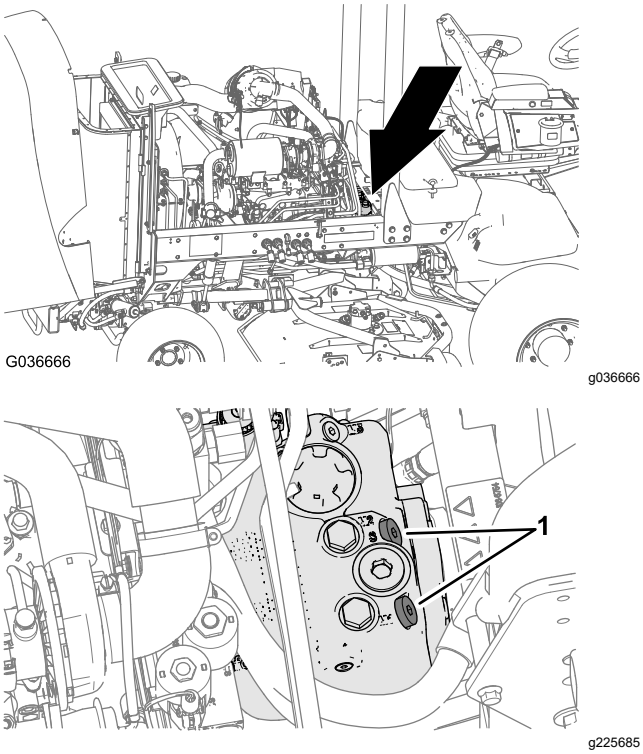

Figur 67
1. Åbn motorhjelmen, og find omløbsventilerne (Figur 67) øverst på pumpen bagved batteriet og opbevaringskasserne.